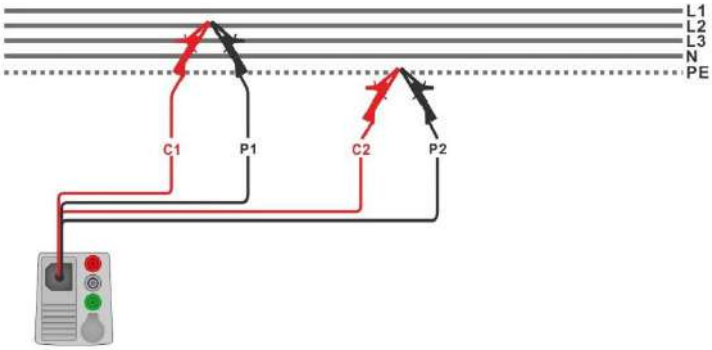

Figure 7.45: Connection of 4-wire test lead
- Connect 4-wire test lead to the object under test, C1, P1 terminals to phase and C2, P2 terminals to PE; see ***Figure 7.45***.